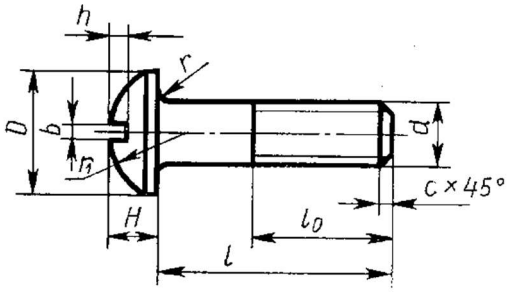

Рисунок 46
1. с полукруглой головкой, ГОСТ 17473 - 80 (рисунок 46);